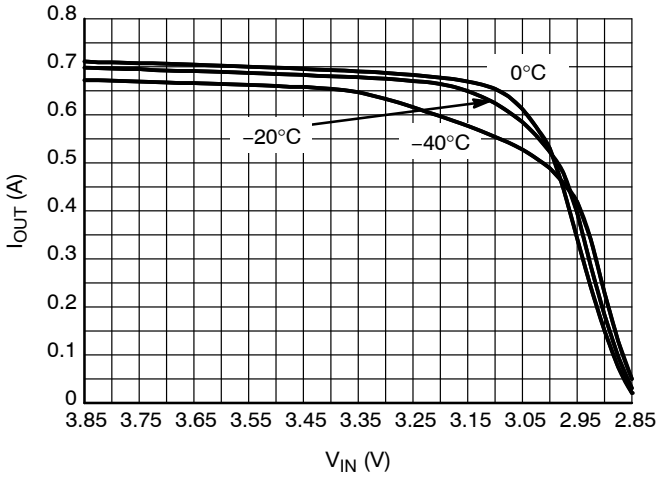

Figure 18. Output Current Capability for the 2.85 V Version
32. For output current capability for T_A < 0°C, please refer to Figures 18 to 22.